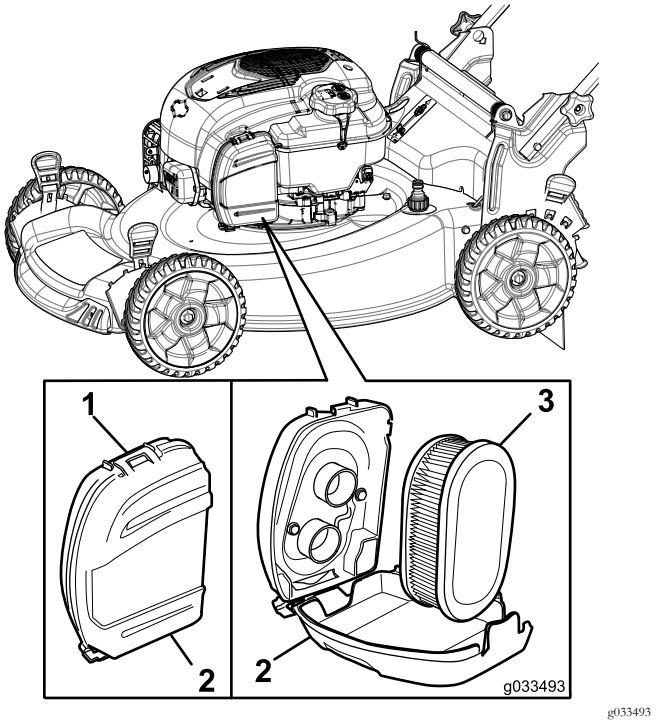

Figuur 33
1. Maak de sluiting van het luchtfilterdeksel los (Figuur 33).
2. Verwijder het luchtfilter (Figuur 33).